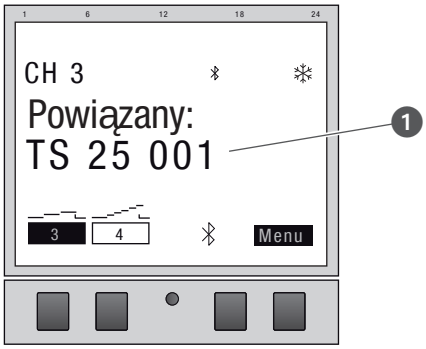

Rys. 24: Rozszerzenie kanałów jest połączone z zegarem sterującym rozdzielacza.
9. W przypadku aktywnego połączenia rozszerzenie kanałów wyświetla nazwę połączonego urządzenia (Rys. 24/❶).